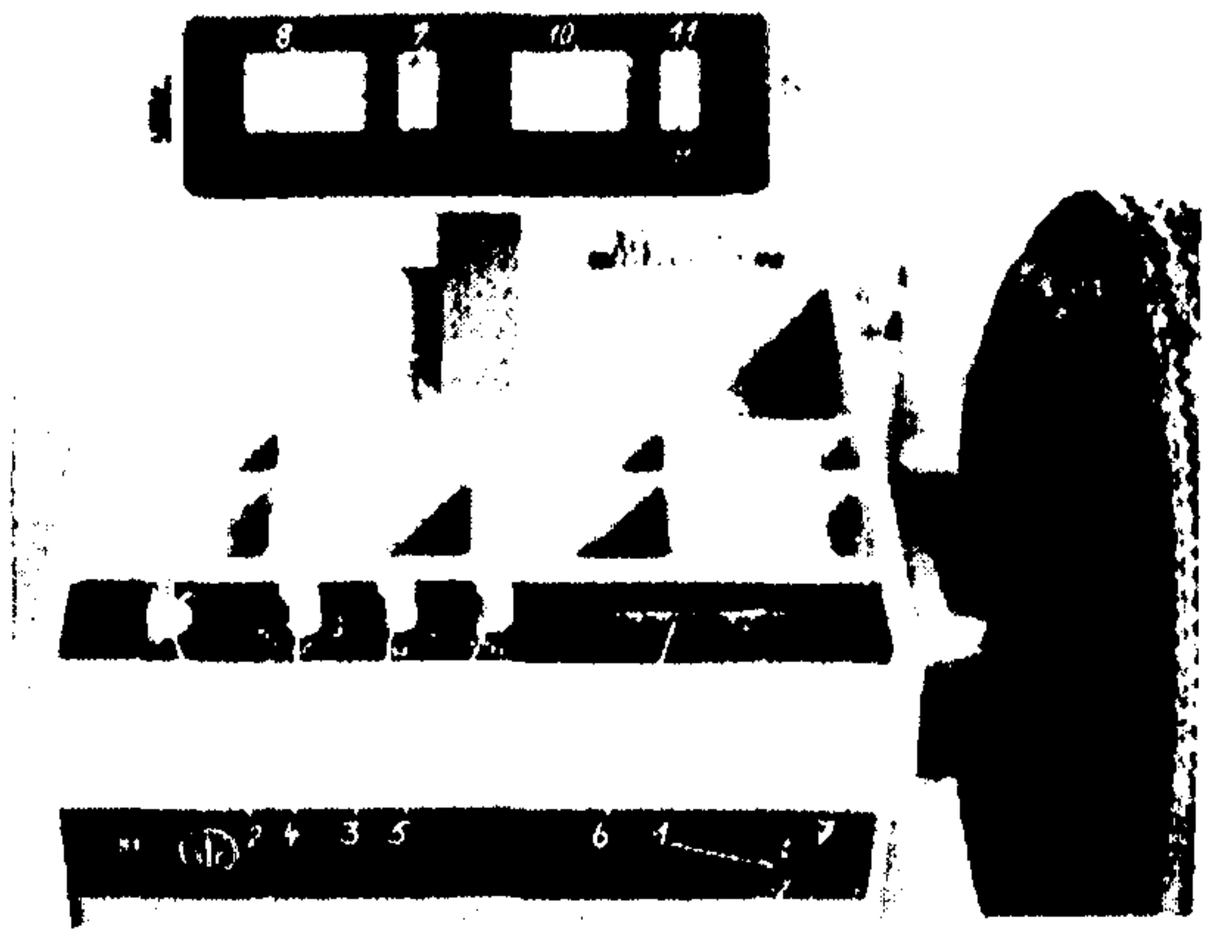

Рис. 74.
6.I Включить главный выключатель I (рис.74)